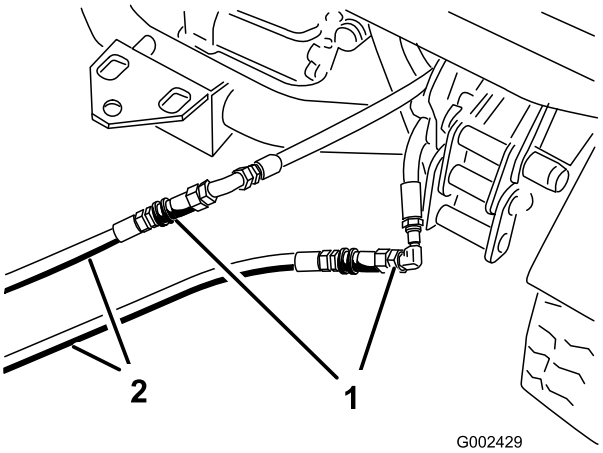

Figuur 76
3. Sluit de twee opstartslangen op het defecte voertuig aan op de slangen die zijn losgemaakt (Figuur 76). Sluit de niet-gebruikte aansluitingen af.